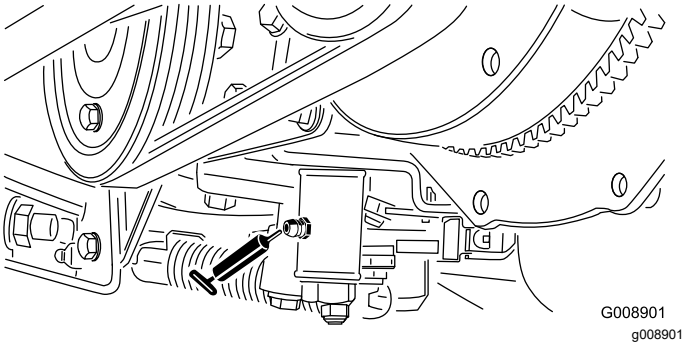

Figuur 45
- Afstelmechanisme neutraalstand (Figuur 45)